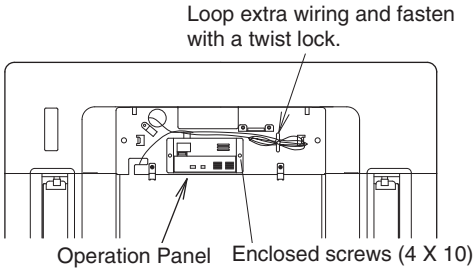
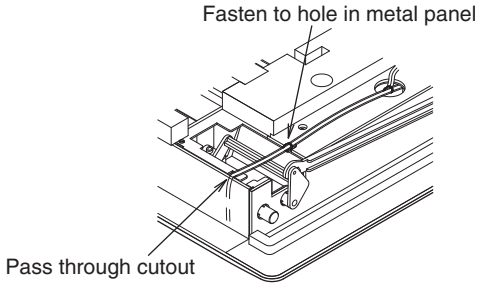

Fig. 3-20
Fig. 3-22
(2) Fasten the operation panel to the location in the diagram below with the 2 enclosed screws (4 X10). (Fig. 3-20)
(3) Pass the wiring for the display (W2, 6P white connector) through the back of the panel.
(3) Pass the lead wire for the display through the cutout in the panel, and using the hole in the metal panel, fasten it with the plastic clamp. (Fig. 3-22)
(4) Attach cover A.
(5) Properly route the lead wire of the operation panel and fasten it with the twist lock. (Fig. 3-20)
(6) Install the ceiling panel.